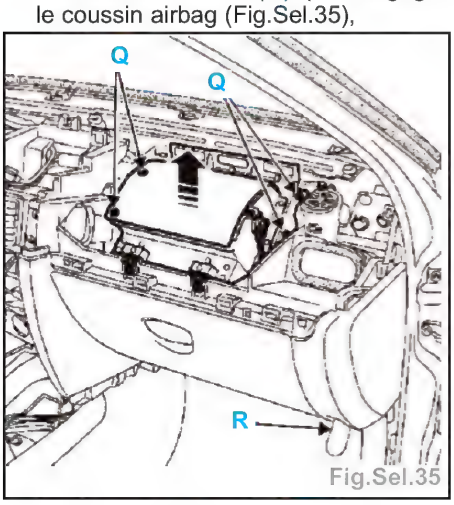

Fig.Sel.35
• les 4 vis de fixation (Q), puis dégager le coussin airbag (Fig.Sel.35),